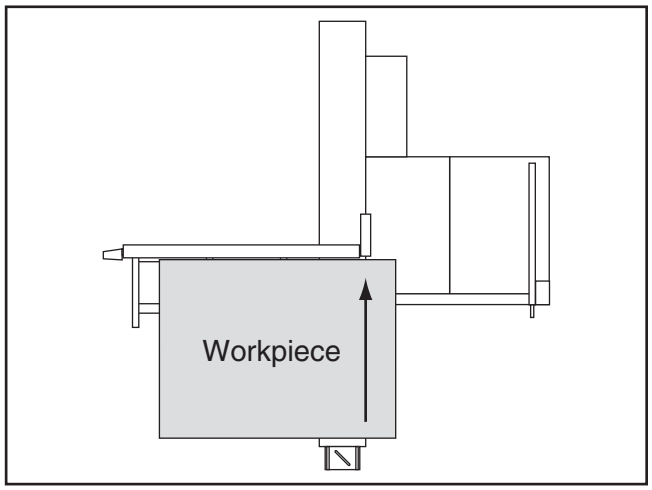

Figure 114. Crosscut with fence mounted in front position.
The Model G0764Z can crosscut full-size panels with the fence in the front or rear position, although it is easier to load full-size panels with the crosscut fence mounted in the front position (see **Figure 114**).
5. Load workpiece onto table saw in forward mounting location shown in **Figure 114**.
1. Install crosscut fence in rear mounting location shown in **Figure 114** and lock it in place.